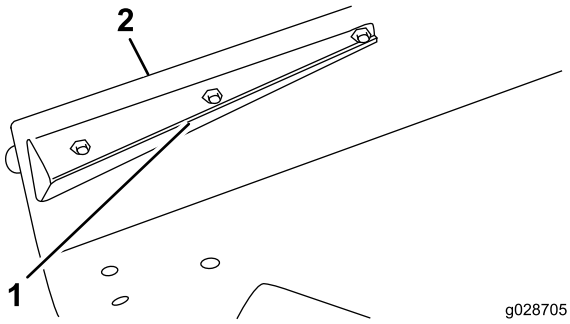

**Figure 8**
2. Fixez le bout du déflecteur avant sur le plateau au moyen d'une vis (5/16–18 x 7/8 po) et d'un contre-écrou (Figure 8)
3. Alignez le déflecteur sur le bord du plateau et servez-vous du déflecteur comme gabarit pour repérer et percer les 2 autres trous de 3/8 pouce de diamètre dans le plateau (Figure 8).
4. Fixez le déflecteur sur le plateau au moyen de 2 vis (5/16–18 x 5/8 po) et 2 contre-écrous (Figure 8).